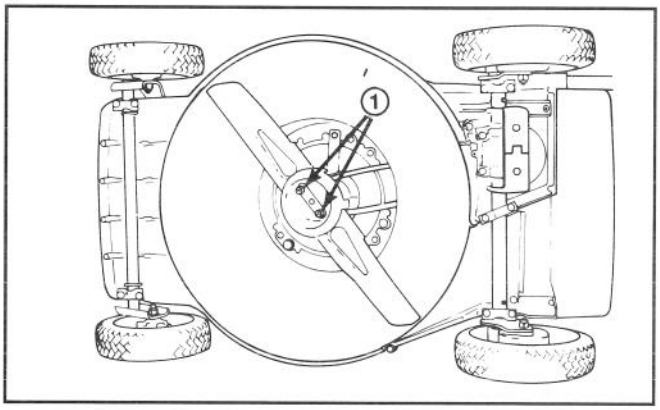

Abbildung 23
3. Den Mäher auf die rechte Seite kippen (Abb. 23). Das Messer nicht drehen, da es sonst Startprobleme geben könnte.
5. ENTFERNEN DES MESSERS—Das Endstück des Mähmessers mit einem Lappen oder einem dicken Handschuh anfassen. Entfernen Sie 2 Gegenmuttern, 2 Unterlegscheiben, Schutzpfanne und Messer (Abb. 23 & 25).